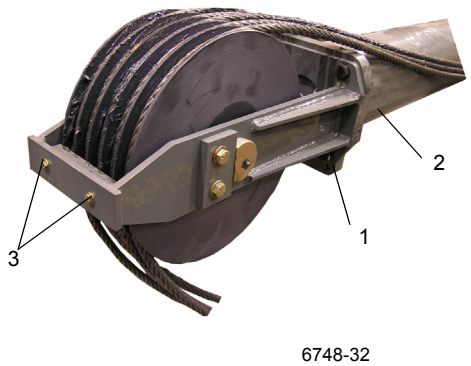

FIGURA 4-38
4. Instale el montaje de la polea del cilindro telescópico y el conjunto de la polea (Figura 4-38, 1) en el cilindro telescópico (Figura 4-38, 2).
b. No instale el retenedor de cable con su tornillería (Figura 4-38, 3) hasta que los cables de extensión se enhebren alrededor de la polea.